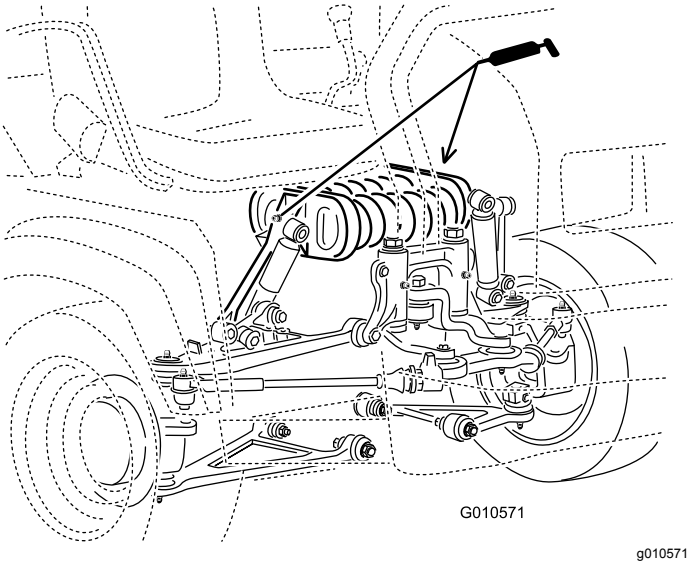

Figur 30
- **Fjäderkolonn (2)**, se Figur 30